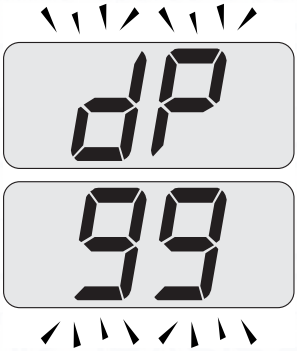

Fig. 9.15
- Press further key 13 to vary again the output in chimney sweep mode: when the LCD display displays the letters **DP** that alternate with the heating water temperature value (e.g.**99**), the "chimney sweep function" is at maximum output (Fig. 9.15);